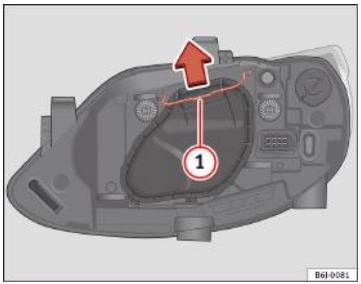

Fig. 145 Faza scurtă / faza lungă, farul simplu
– Deplasați banda de fixare ⇒fig. 145 (1) în direcția indicată de săgeată şi scoateți capacul.
– Deplasați banda de fixare ⇒ fig. 145 (1) în direcția indicată de săgeată şi scoateți capacul.